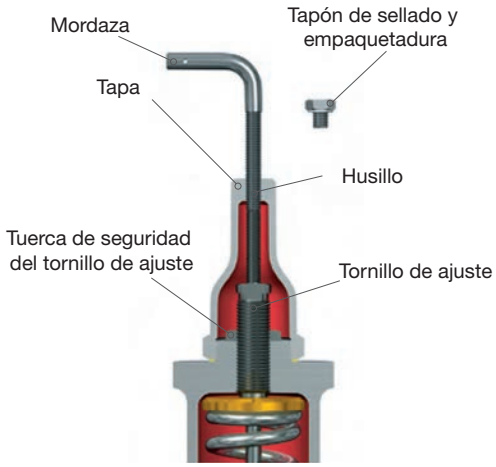

Figura 41: Prueba hidrostática
Cuando se requieran pruebas hidrostáticas después de la instalación de una SRV, retire la SRV y reemplácela con una brida ciega. Si la presión de prueba hidrostática no será mayor que la presión de funcionamiento del equipo, se puede usar una mordaza de prueba. Muy poca fuerza, es decir, apretar a mano, sobre la mordaza de prueba es suficiente para mantener las presiones hidrostáticas. Demasiada fuerza aplicada a la mordaza puede doblar el husillo (15) y dañar el asiento. Después de una prueba hidrostática, la mordaza debe retirarse y reemplazarse por el tapón de sellado suministrado para este propósito (ver Figura 41). (Las mordazas de prueba para las SRV Consolidated se pueden proporcionar para todo tipo de tapas y engranajes de elevación).